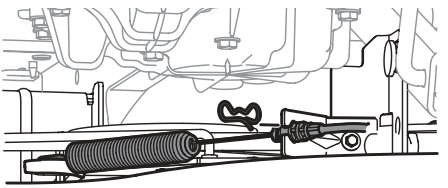

Fig. 43
7. Retirez la goupille qui fixe le câble de la prise de force au support sur le plateau de coupe, faites glisser le câble hors de la prise de force et décrochez le ressort du support de la poulie de tension (Fig. 43).